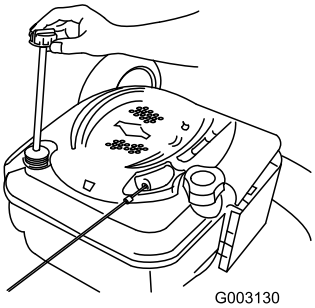

Figura 35
2. Togliete l'asta di livello (Figura 35).